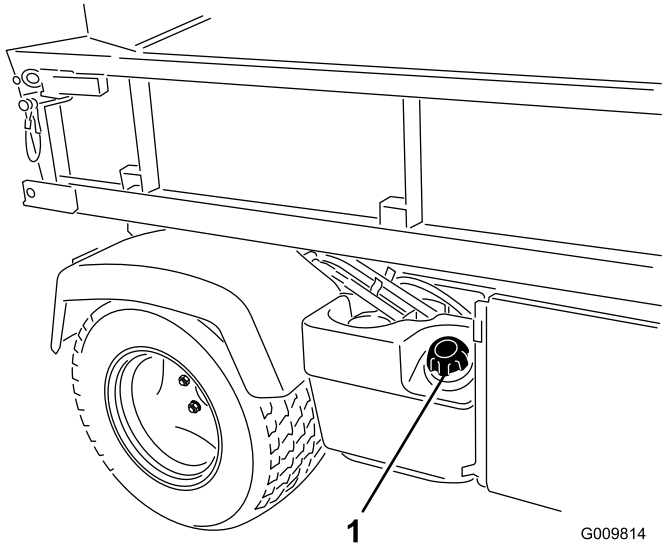

**Figur 15**
2. Fjern brændstofdækslet (Figur 15).